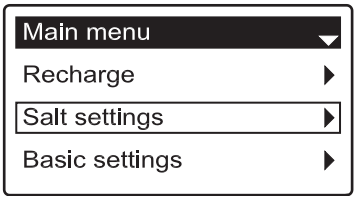

FIG. 17
2. Press the DOWN (▼) button to scroll through the menu options until **Salt settings** is highlighted (See Figure 17).